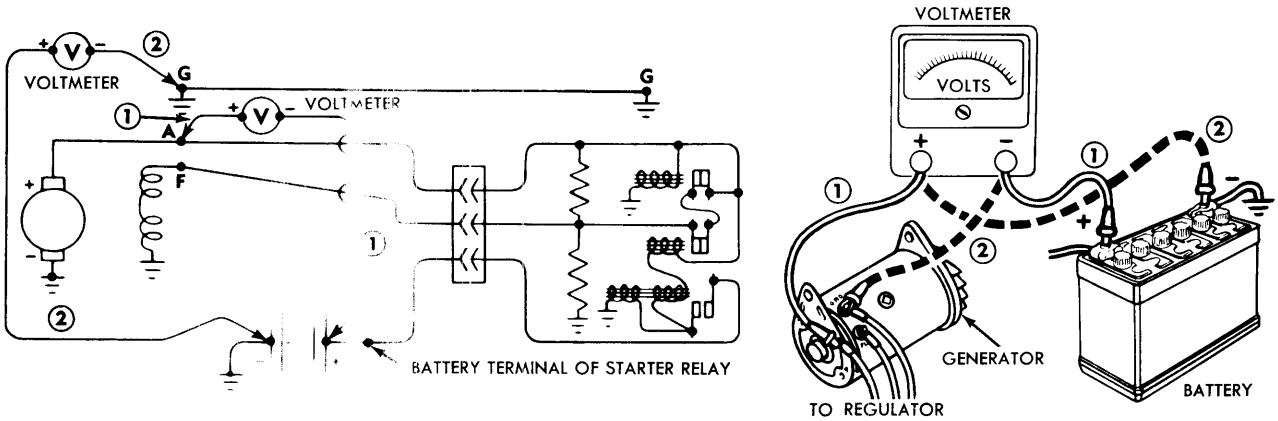

FIG. 16—Regulator External Circuit Test—Schematic and Connections
For the purpose of this test, the resistance values of the circuit have been converted to voltage drop readings for a current flow of 30 amperes. Connect the test equipment as shown in Fig. 16 to measure voltage drop around the circuit.
Touch the voltmeter negative lead to the center of the battery positive post (Fig. 16, connections marked ①) to check the generator to battery circuit. The voltage drop should be less than 0.7 volt.
Check the battery to generator ground circuit by connecting the voltmeter as shown in Fig. 16 (connections marked ②). The voltage reading should be less than 0.1 volt.